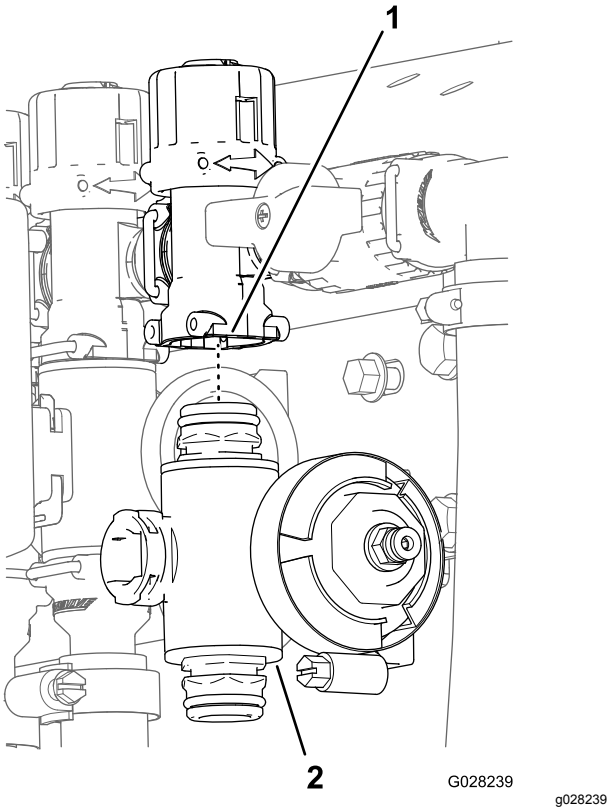

**Figuur 70**
3. Bij de kleppen van de linker- en rechterspuitbomen: verwijder de flenskopbouten en flensmoeren waarmee de klep/kleppen van de spuitbomen op de klepbevestiging zijn gemonteerd, en verwijder de klepverdeler(s) van de machine. Bij de klep van de middelste spuitboom: verwijder de spuitboomklepverdeler van de machine (Figuur 70).